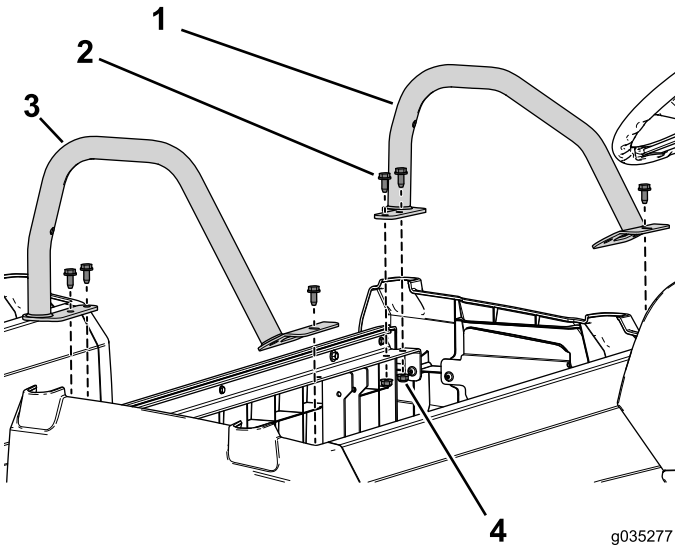

Figuur 51
3. Gebruik de 6 flensbouten (3/16 x 3/4 inch) en flensmoeren om de stoelsteunen links en rechts aan de voorste stoelbasis te bevestigen (Figuur 51).